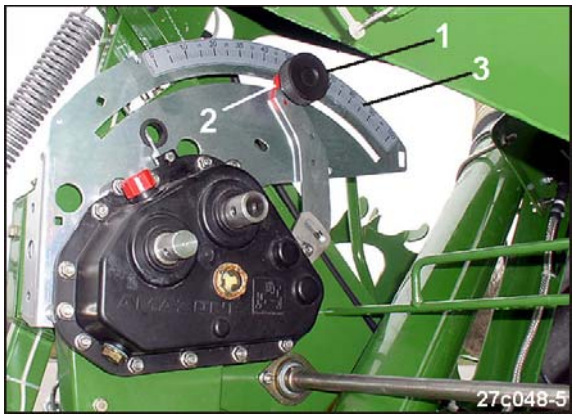

Fig. 187
5. Den Drehknopf (Fig. 187/1) lösen.
6. Den Zeiger (Fig. 187/2) von unten auf die Getriebe-Einstellnummer der Skala (Fig. 187/3) stellen.